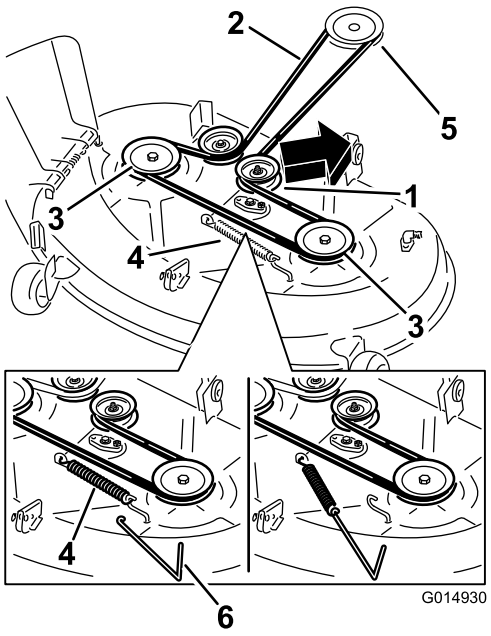

Figur 68
4. Brug et fjederværktøj til at fjerne styrefjederen fra skjoldets krog for at fjerne spændingen fra styreremskiven, og rul remmen af remskiverne (Figur 68).
5. Før den nye rem rundt om motorremskiven og plæneklipperremskiverne (Figur 68).
6. Brug et fjederværktøj til at montere styrefjederen over skjoldets krog og tilspænd styreremskiven og plæneklipperemmen (Figur 68).